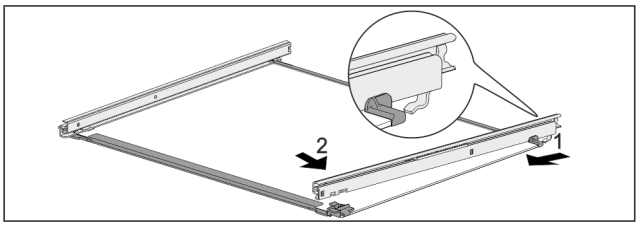

Fig. 201 Placa de sticlă cu șine
▶ Agățați șina în partea din spate. *Fig. 201 (1)*
▶ Înclichetați șina în partea din față. *Fig. 201 (2)*